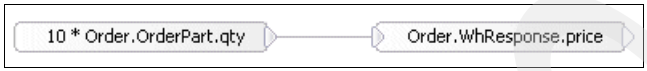

Figure 11-54 Calculate Price snippet
7. Implement the Calculate Price snippet as shown in Figure 11-54.